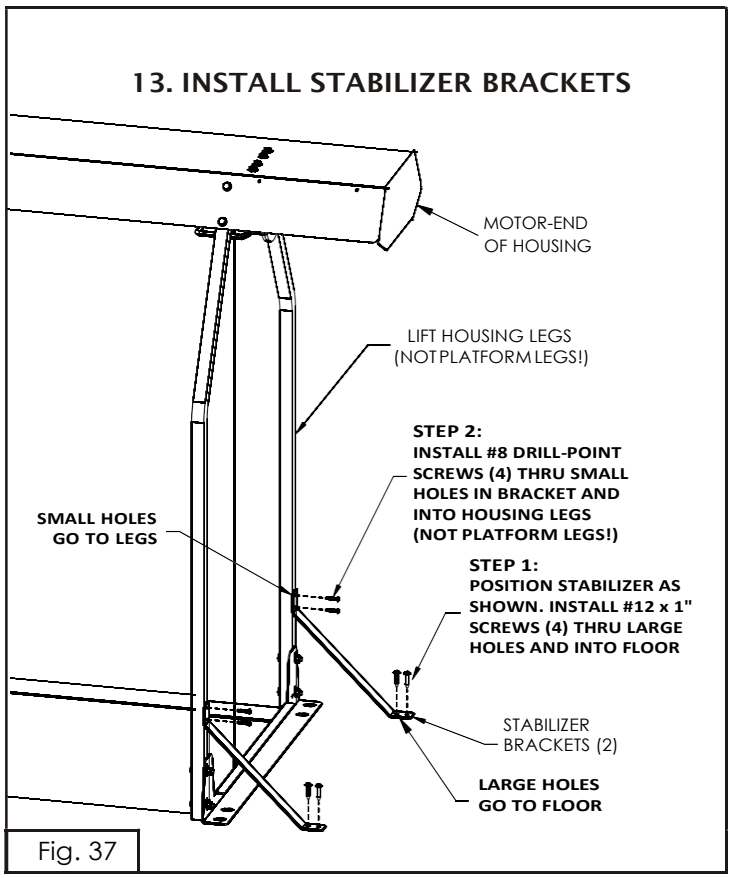

Fig. 37
Note: Position the stabilizer bracket with the **small-hole ends against the legs** and the **large-hole ends on the floor.** With the bracket at 45 degrees the ends should be in flush contact with both the housing legs and the floor. Bend the ends slightly, if needed (see Fig. 37).
Step 1: Position the stabilizer bracket as detailed below under the **motor-end** of the lifting head (see Fig. 37). Install the #12 x 1" screws (4) through the larger holes and into the floor decking. Tighten screws snug, but be careful not to strip them out.
Step 2: Using a drill or driver, install the #8 drill-point screws through the smaller holes in the upper end of the bracket and into the housing leg (see Fig. 37). Take care not to drive the screw too fast, because when it becomes tight the screw will stop instantly and it can break off!
IMPORTANT: For safety reasons, install the brackets under the motor-end (over-hang) of the lifting head so they don't project into your walking path (see Fig. 37).